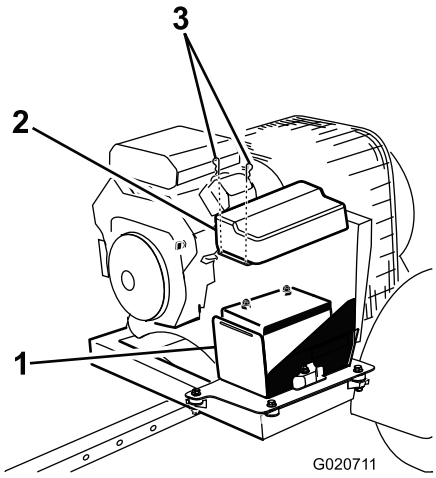

Figuur 32
1. Verwijder de pennen waarmee het accudeksel bevestigd is aan de accubak en neem het deksel van de bak (Figuur 32).